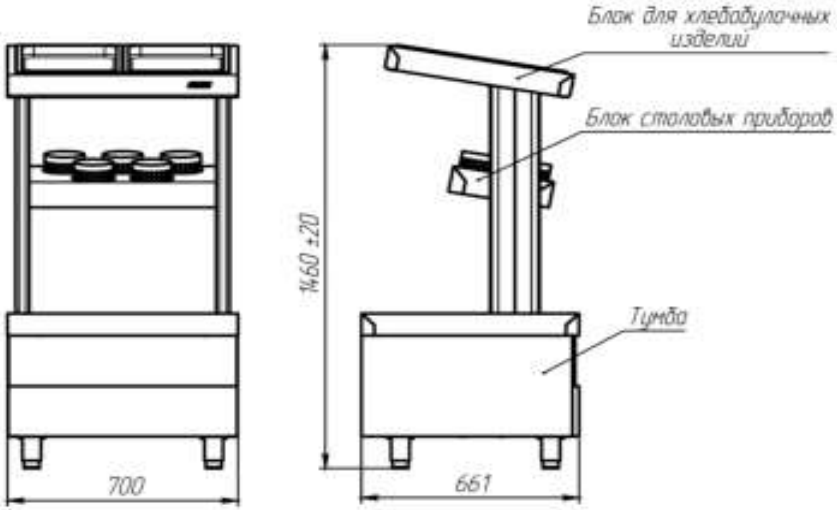

Рисунок 1
1.3.2.1 Стойка для приборов выполнена, см. рисунок 1, в виде трёх функциональных блоков: